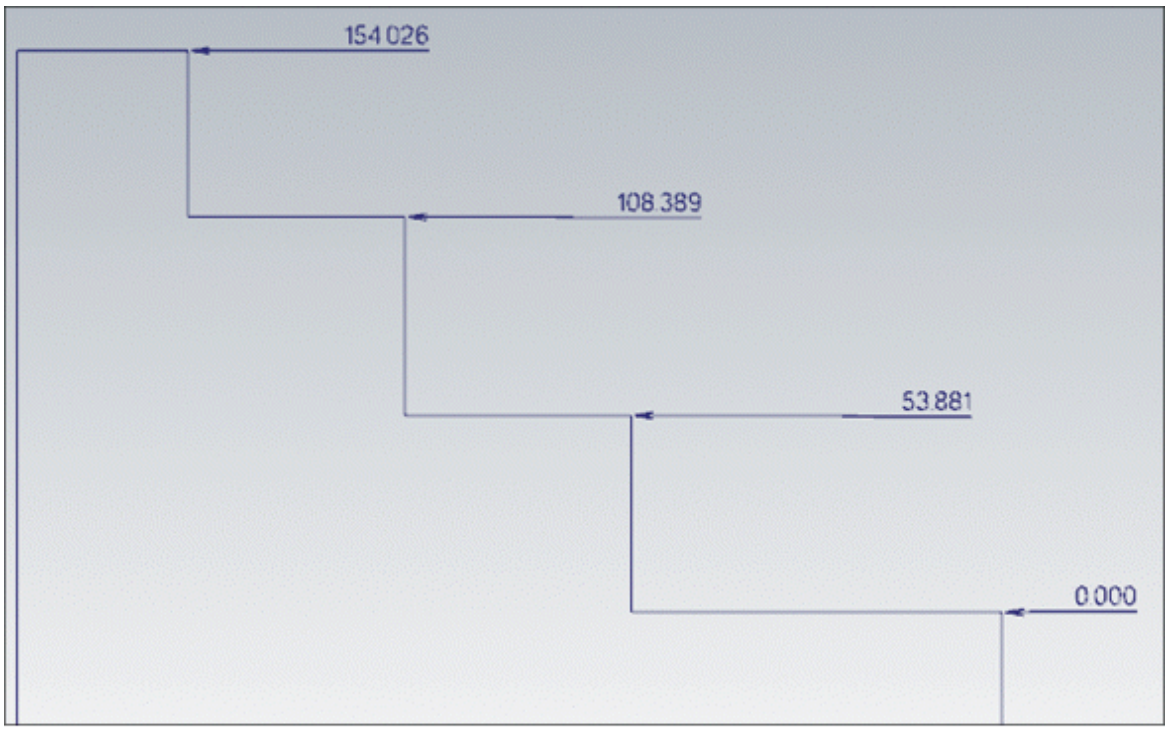

Figure-19. Creating vertical ordinate dimensions
- One by one click on the other points and place the dimensions; refer to Figure-19.